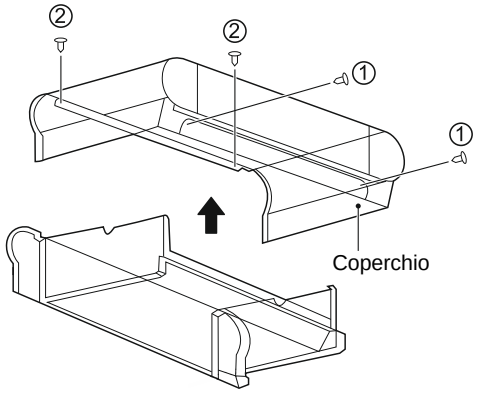

Figura 4-4: Smontaggio del coperchio dell'unità
b) Come mostrato nella Figura 4-4, svitare le viti ①×2 e ②×2, quindi rimuovere il coperchio.